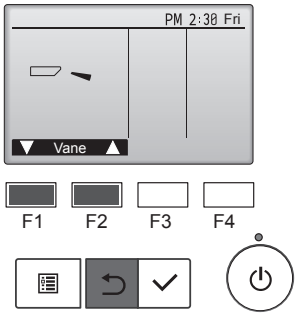

Fig. 8-4
(2) Appuyez sur la touche [CHOIX] pour afficher l'écran de fonctionnement du volet puis appuyez sur les touches [F1] et [F2] pour contrôler le volet automatique. (Fig. 8-4)